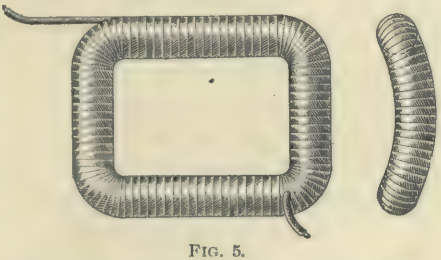

FIG. 5.
**8. Field Coil.**—The Walker field coils, when in position in the motor shell, at once appeal to the critical eye on account of their neat appearance and compactness. They are curved to fit the inside contour of the motor frame and they are curved on the outside also, as shown in Fig. 5. The result of this design is a coil that is graceful in outline and compact in form, so that it takes up very little room in the motor, but the coil is very much harder to wind than a straight coil. It takes longer to get around the curves, and so costs more. One very good point about the Walker field coil is that there is very little chance of connecting up a coil wrongly on account of not being able to tell one lead from another. One